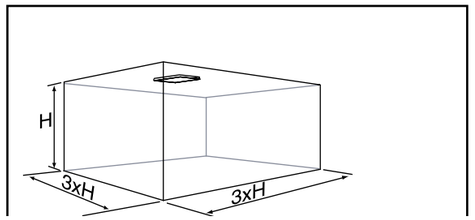

Рис. 18. Небольшое помещение, вентилируемое одним потолочным диффузором
Большое помещение должно быть разделено на несколько зон. Максимальные размеры каждой зоны составляют 1,5 x длину помещения (A), если только это значение не превышает 3xH (см. рис. 18).
Если один потолочный диффузор предназначен для обслуживания всего помещения, он должен быть размещен как можно ближе к центру потолка, и общая площадь не должна превышать размеров, указанных на рис. 18.